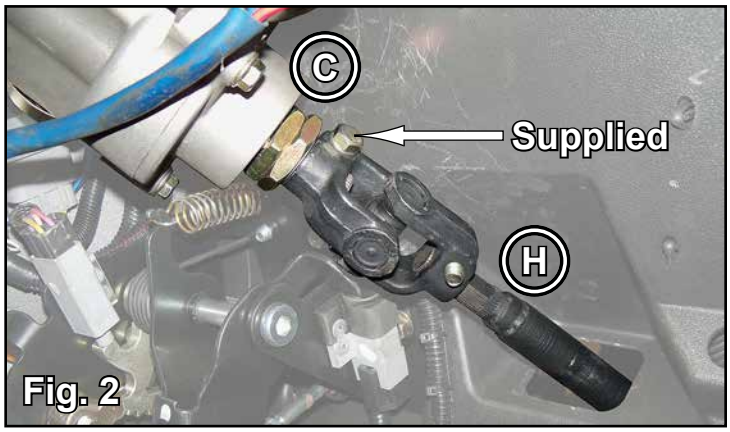

Fig. 2
2. Remove Cup Holder from Dash. See Fig. 2.
2. Install Motor (A) onto Lower Shaft (H) with supplied hardware. See Fig. 2.